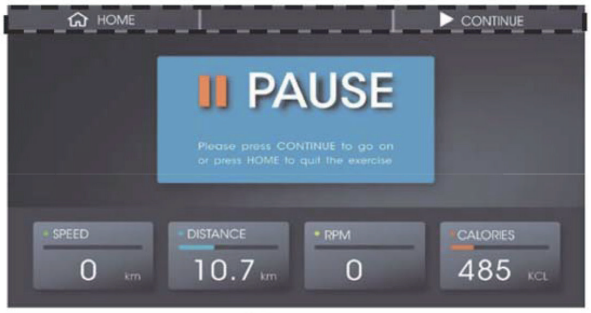

Fig. 15
(7) If you enter a value for TIME, DISTANCE or CALIORIES the console will count down respectively. Once on of the values has reached 0, the system will stop and return to the starting page.
(8) Press the UP or DOWN button to adjust the load.
(9) Press the PAUSE button to pause your training. (fig. 15). Press the CONTINUE button to continue with your training.
(10) Press the RECOVERY button to start the said function. After 60 seconds a result will be displayed. Drücken Sie während des Work-Outs auf das RECOVERY, um die RECOVERY-Funktion zu starten. To return to the starting page, press any place on the display.
(11) Press the HOME button to return to the starting page.